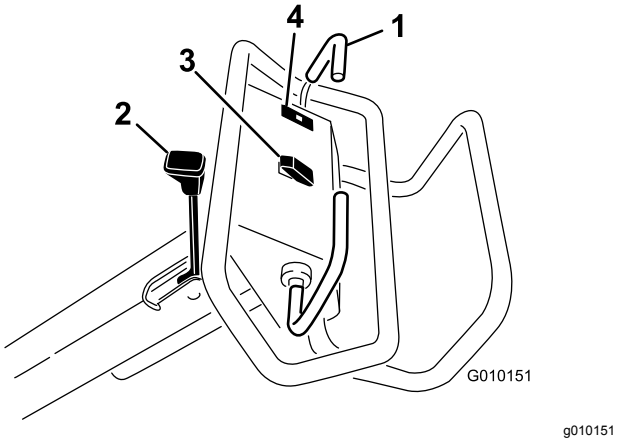

Figur 13
Flytt trekkbøylen fremover for å kjøre fremover. Flytt trekkbøylen bakover for å kjøre bakover (Figur 13).
- Når du vil koble til parkeringsbremsen, flytt parkeringsbremsespaken mot operatørhåndtaket (Figur 13).
Varsellampen for oljetrykk (Figur 13) tennes når motoroljetrykket synker til under et sikkert nivå. Hvis det oppstår et lavt oljetrykk, må du slå av motoren og finne årsaken til problemet. Reparer skaden før du starter motoren igjen.
Heve– trykk på toppen av bryteren (Figur 13) for å heve luftehodet og koble fra luftehodet. Motoren må gå for å produsere løftetrykk. Hvis luftehodet er lavere enn transporthøyden, se Tilbakestille systemkontrollkretsløpet (side 26).
Senke/aktivere – trykk nederst på bryteren (Figur 13) for å senke og aktivere luftehodet. Trekkbøylen må stå i fremoverstilling for at bryteren skal fungere.